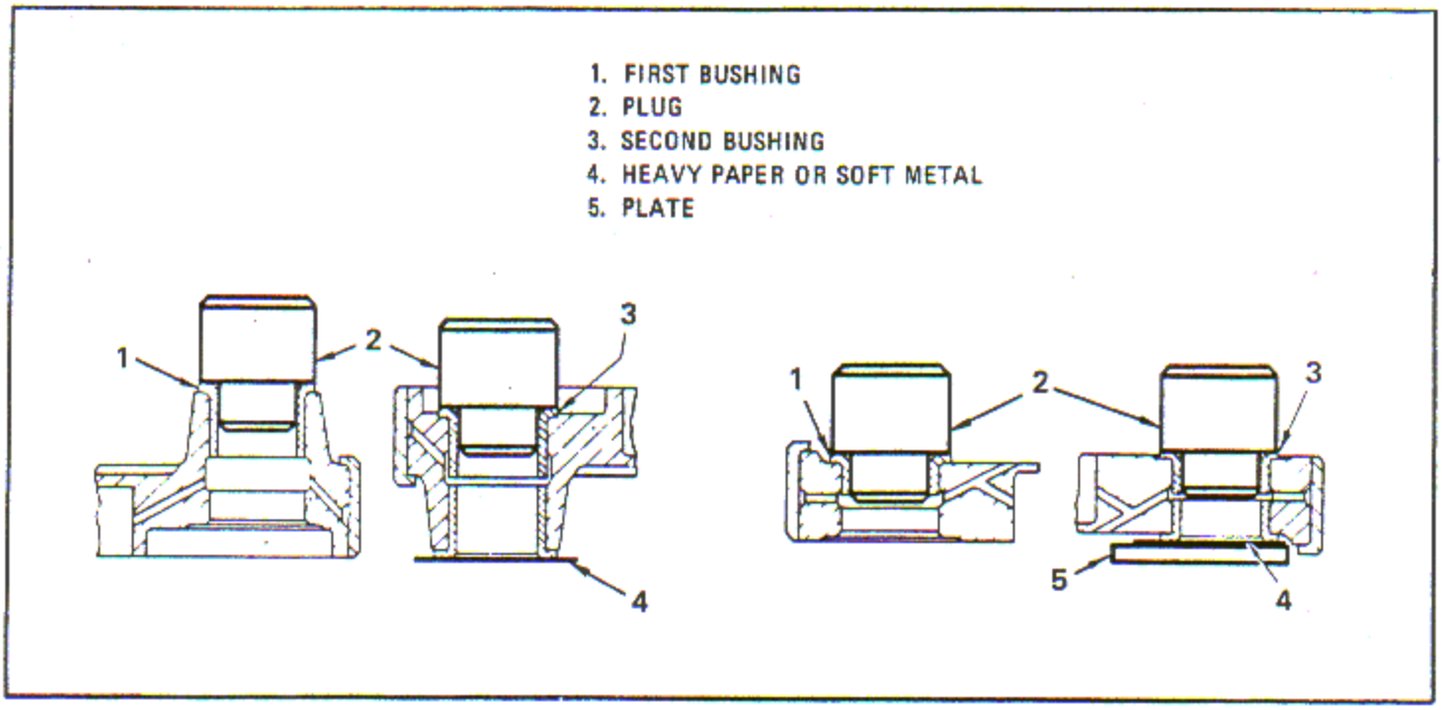

Figure 6-77. Installing Bushings
b. Press in bushings according to previously located markings, using plug B (2, figure 6-77). Protect face of the lower bushing flanges with heavy paper or soft metal (4) and use a plate (5) for supporting the last bushing.
b. Press in bushings according to previously located markings using plug (2, figure 6-77). Protect face of lower bushing flange with heavy paper or soft metal (4), using a plate (5) for supporting the last bushing.